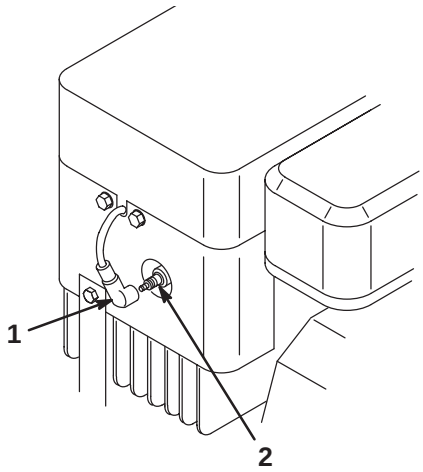

Figure 24
6. Reach under the body of the machine above the left rear wheel and disconnect the wire from the spark plug (Fig. 24).
3. Connect the wire to the spark plug (Fig. 24).